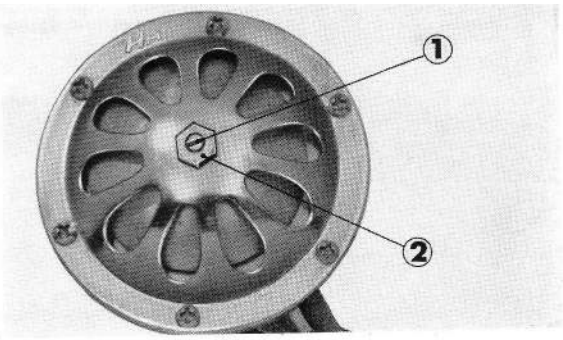

Figure3-7 : ① vis ② écrou
2. Son insuffisant : tourner la vis de réglage de l'avertisseur (figure 3-7).